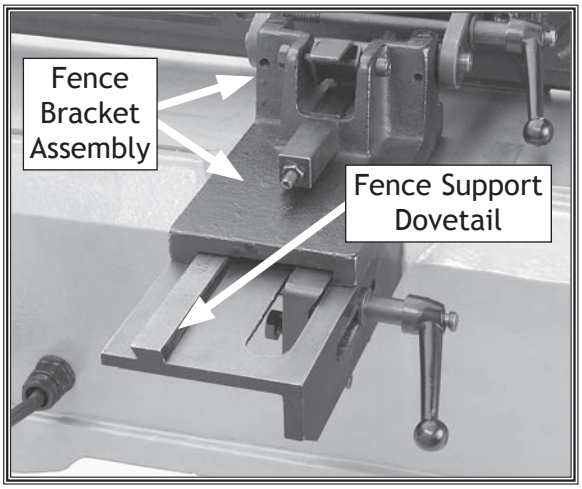

Figure 13. Sliding the fence bracket onto the fence support dovetails.
5. Slide the fence bracket assembly over and onto the dovetail of the support and locking plate, as shown in **Figure 13**.